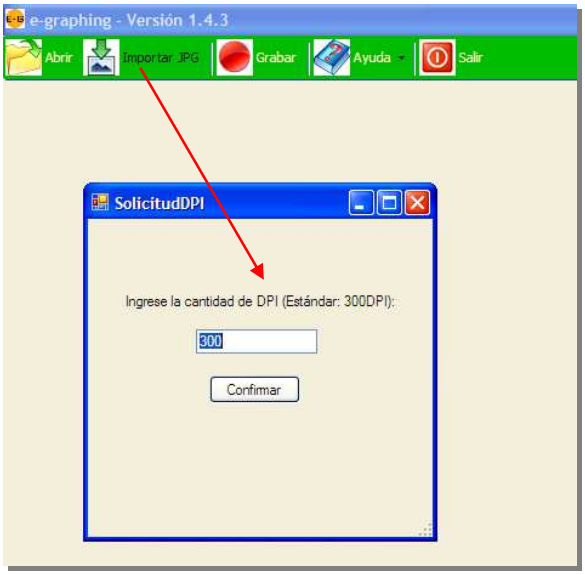

Figura 2: Ventana de importación de archivos en formato JPG.
2. IMPORTAR JPG: mediante esta función es posible cargar un archivo en formato JPG para poder utilizar las herramientas de medición de inclinación y dimensión. Al cliquear sobre esta función se despliega una ventana (Figura 2) que solicita la confirmación de, por defecto, 300 DPI del escáner, pero permite modificarlo según la necesidad.